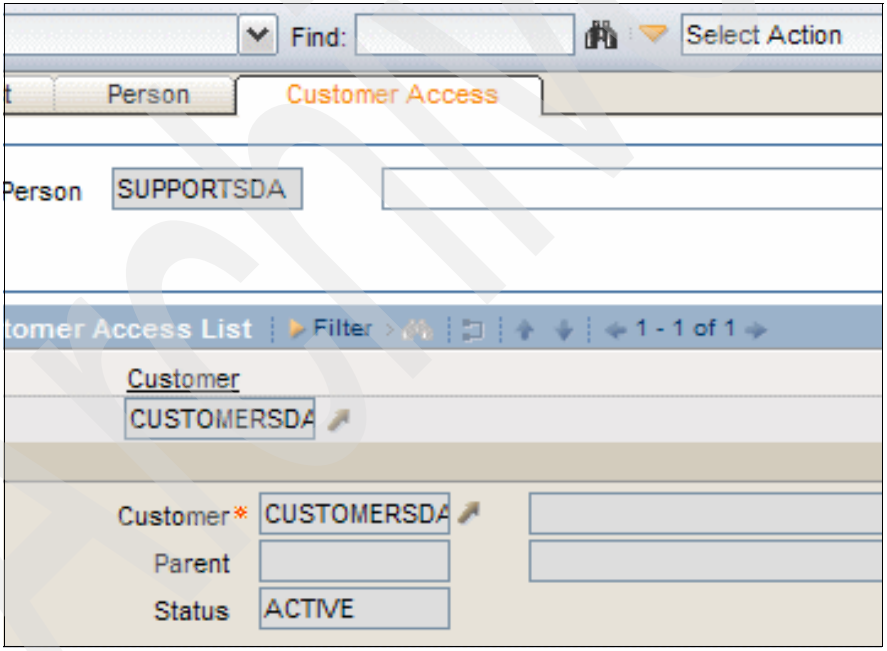

Figure 13-17 Associate a customer to a user
13. From the Person application Detail Menu, select **Select Value** → **People (SP)**.
14. Click the **Customer Access** tab, add a new row, and call it CUSTOMERSDA, as shown in Figure 13-17.